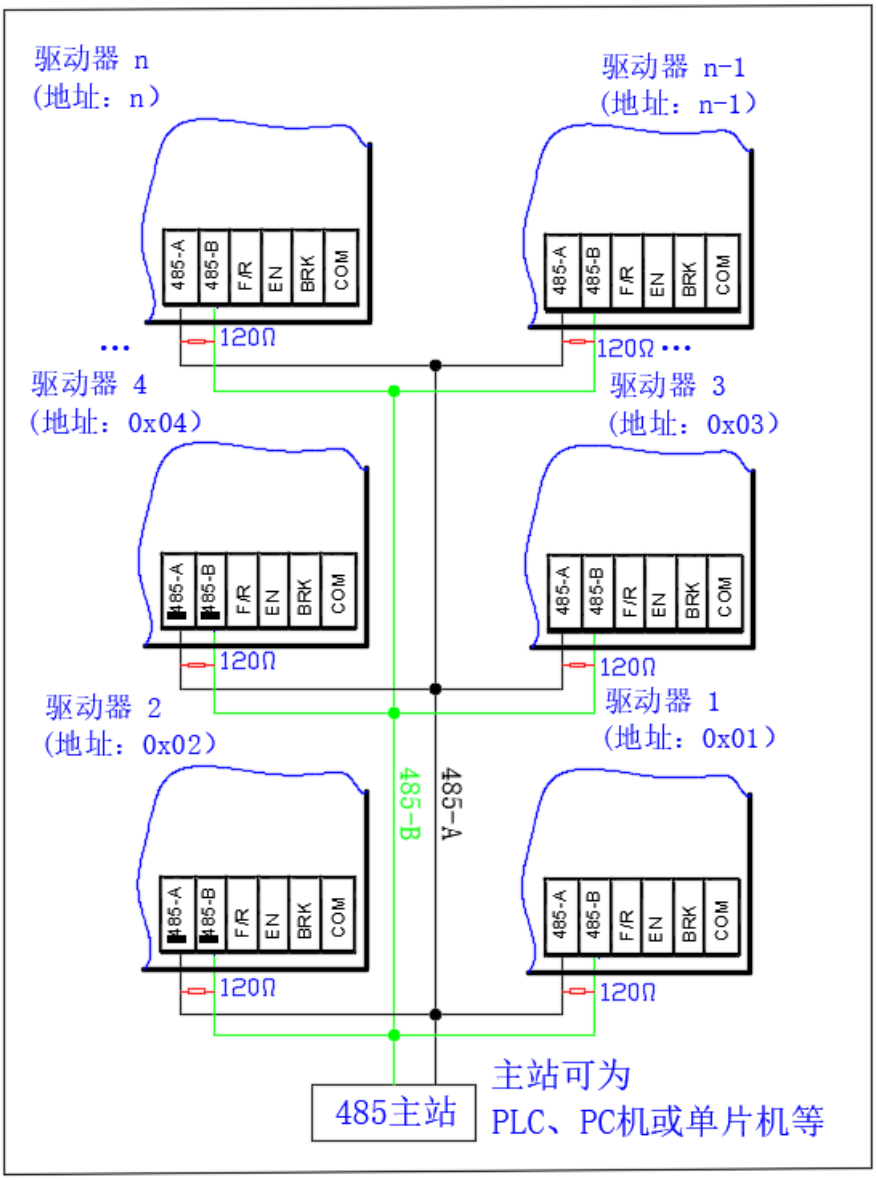

图 4.9 RS485 多站点通讯示意图
- 如果通讯线较长，可在从站和主站的 485 信号线间各自并联 120Ω 的终端电阻，以消除通讯线中反射的干扰。RS485 多站点通讯示意图如**图 4.9** 所示。